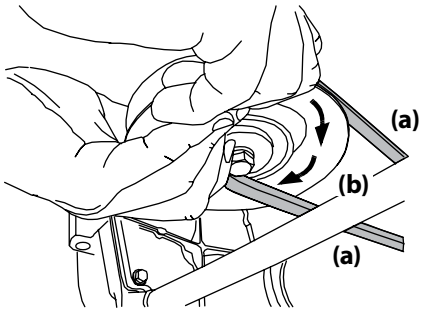

Figura 4-17
d. Mientras sostiene la correa de la PTO (a) hacia abajo, siga girando la polea de la PTO (b) hasta que la correa de la PTO (a) se deslice fuera de la polea (b). Consulte la Figura 4-17.
11. Tire del lado derecho de la correa de la PTO hacia atrás y coloque el lado V angosto de la correa de la PTO en la polea de la PTO. Consulte la Figura 4-17.
12. Mientras sostiene la correa y la polea de la PTO juntas, rote la polea de la PTO hacia la izquierda (Vea la Figura 4-17). Siga sosteniendo y rotando la polea de la PTO y la correa de la PTO hasta que la correa de la PTO se enrolle totalmente en la polea de la PTO.